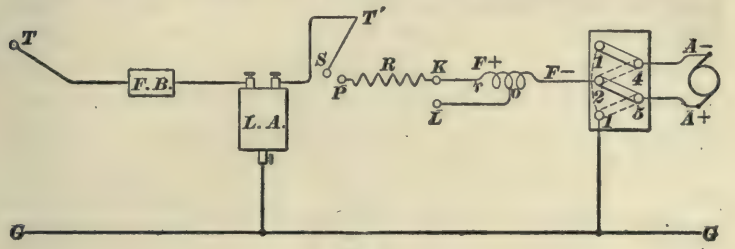
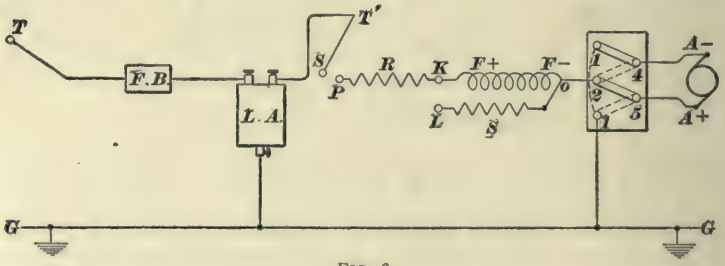

FIG. 5.
FIG. 6.
**10.** Fig. 5 is a diagrammatic sketch to make the effect of a ground on the loop wire more easily seen. Since the loop wire is permanently attached at one end to a part of the
**12.** Fig. 6 is a diagrammatic sketch of the shunt connections. If a ground occurs on the shunt while the car is in motion, and the shunt is in action, the effect is the same
**14.** Fig. 1 is a plan of the wiring for a single motor with neither a loop wire nor a shunt. Fig. 5 is a plan for the same wiring using a loop; and Fig. 6 is the plan when using a shunt. In all three plans, up to plate *P*, there is no way of telling in what part from *T* to *P* the open circuit lies. The car fails to move even if the shoe *S* is put around to plate *K*, and it acts the same for any point between these limits. Inspection alone can locate the fault. The same can be said of an open circuit between points *F*+ and post *2*, and between points *F*— and post *4*; also, between post *1* and the ground. A careful inspection will often show that the failure of the car to start on any of the positions of the rheostat is due to any of the following causes: